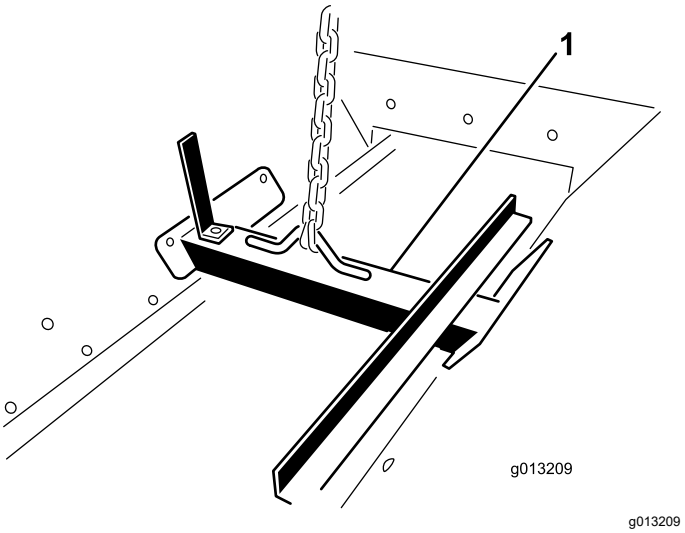

Figuur 15
1. Maak een hefwerktuig vast aan de hefbeugel die met bouten in de hoppereenheid is bevestigd (Figuur 15).